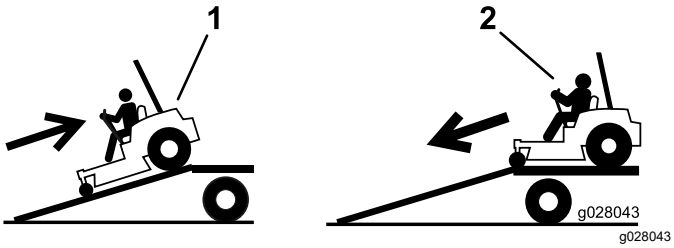

Figuur 35
4. Rij de machine achteruit op de oprijplaat (Figuur 35).
2. Rij de machine vooruit de oprijplaat af (Figuur 35).